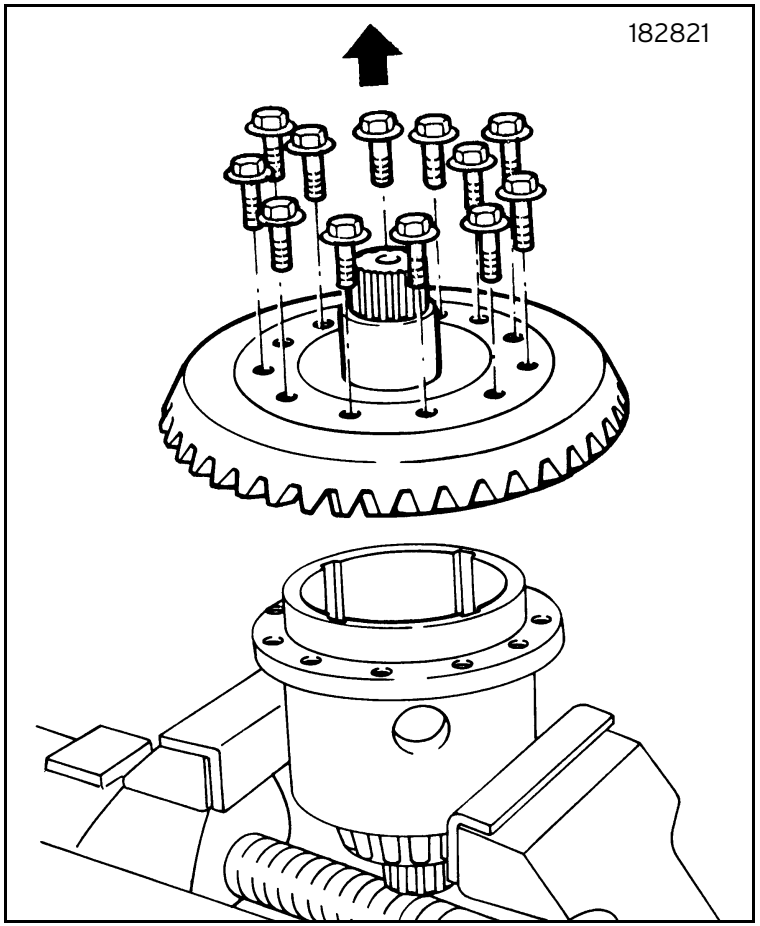

Fig. 21
- Loosen the fastening screws and remove the crown-flange-planet gear from the planet gear set (figure 21).